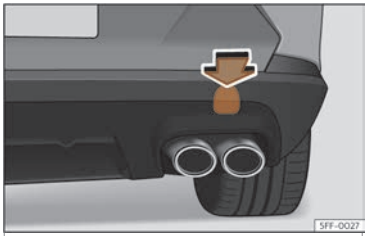

Fig. 46 A la part dreta del para-xocs del darrere:retirar la tapa.
L'allotjament de l'argolla de remolc enroscable es troba al costat dret del para-xocs posterior, al darrere d'una tapa››› **fig. 46**.
- Pressioneu sobre la zona superior de la tapa››› **fig. 46** per desencastar-la.